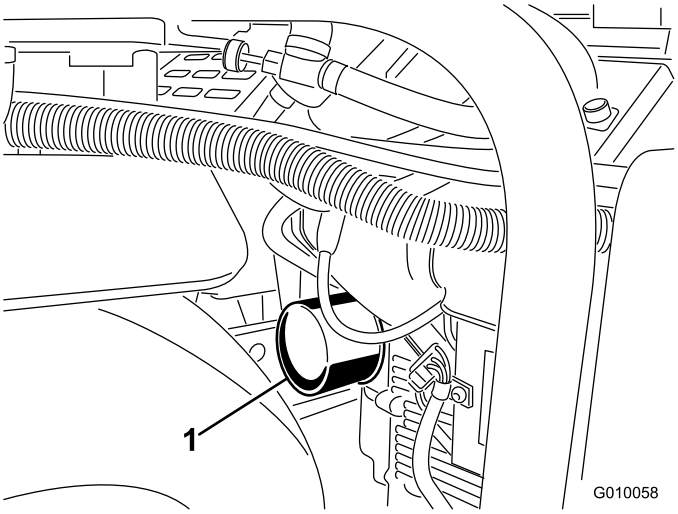
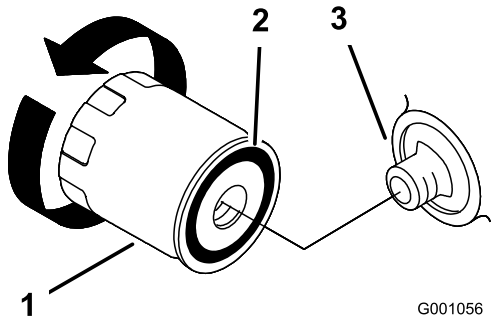

Figura 48
Figura 49
6. Coloque um recipiente pouco profundo ou um pano debaixo do filtro para apanhar o óleo (Figura 48).
7. Remova o filtro de óleo antigo (Figura 48 e Figura 49) e limpe a superfície da junta do adaptador do filtro.